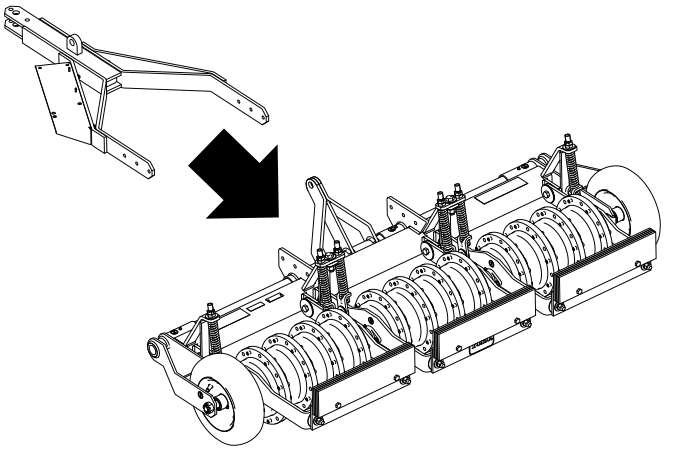

Рисунок 5
2. Совместите узел дышла с аэратором, как показано на Рисунок 5.